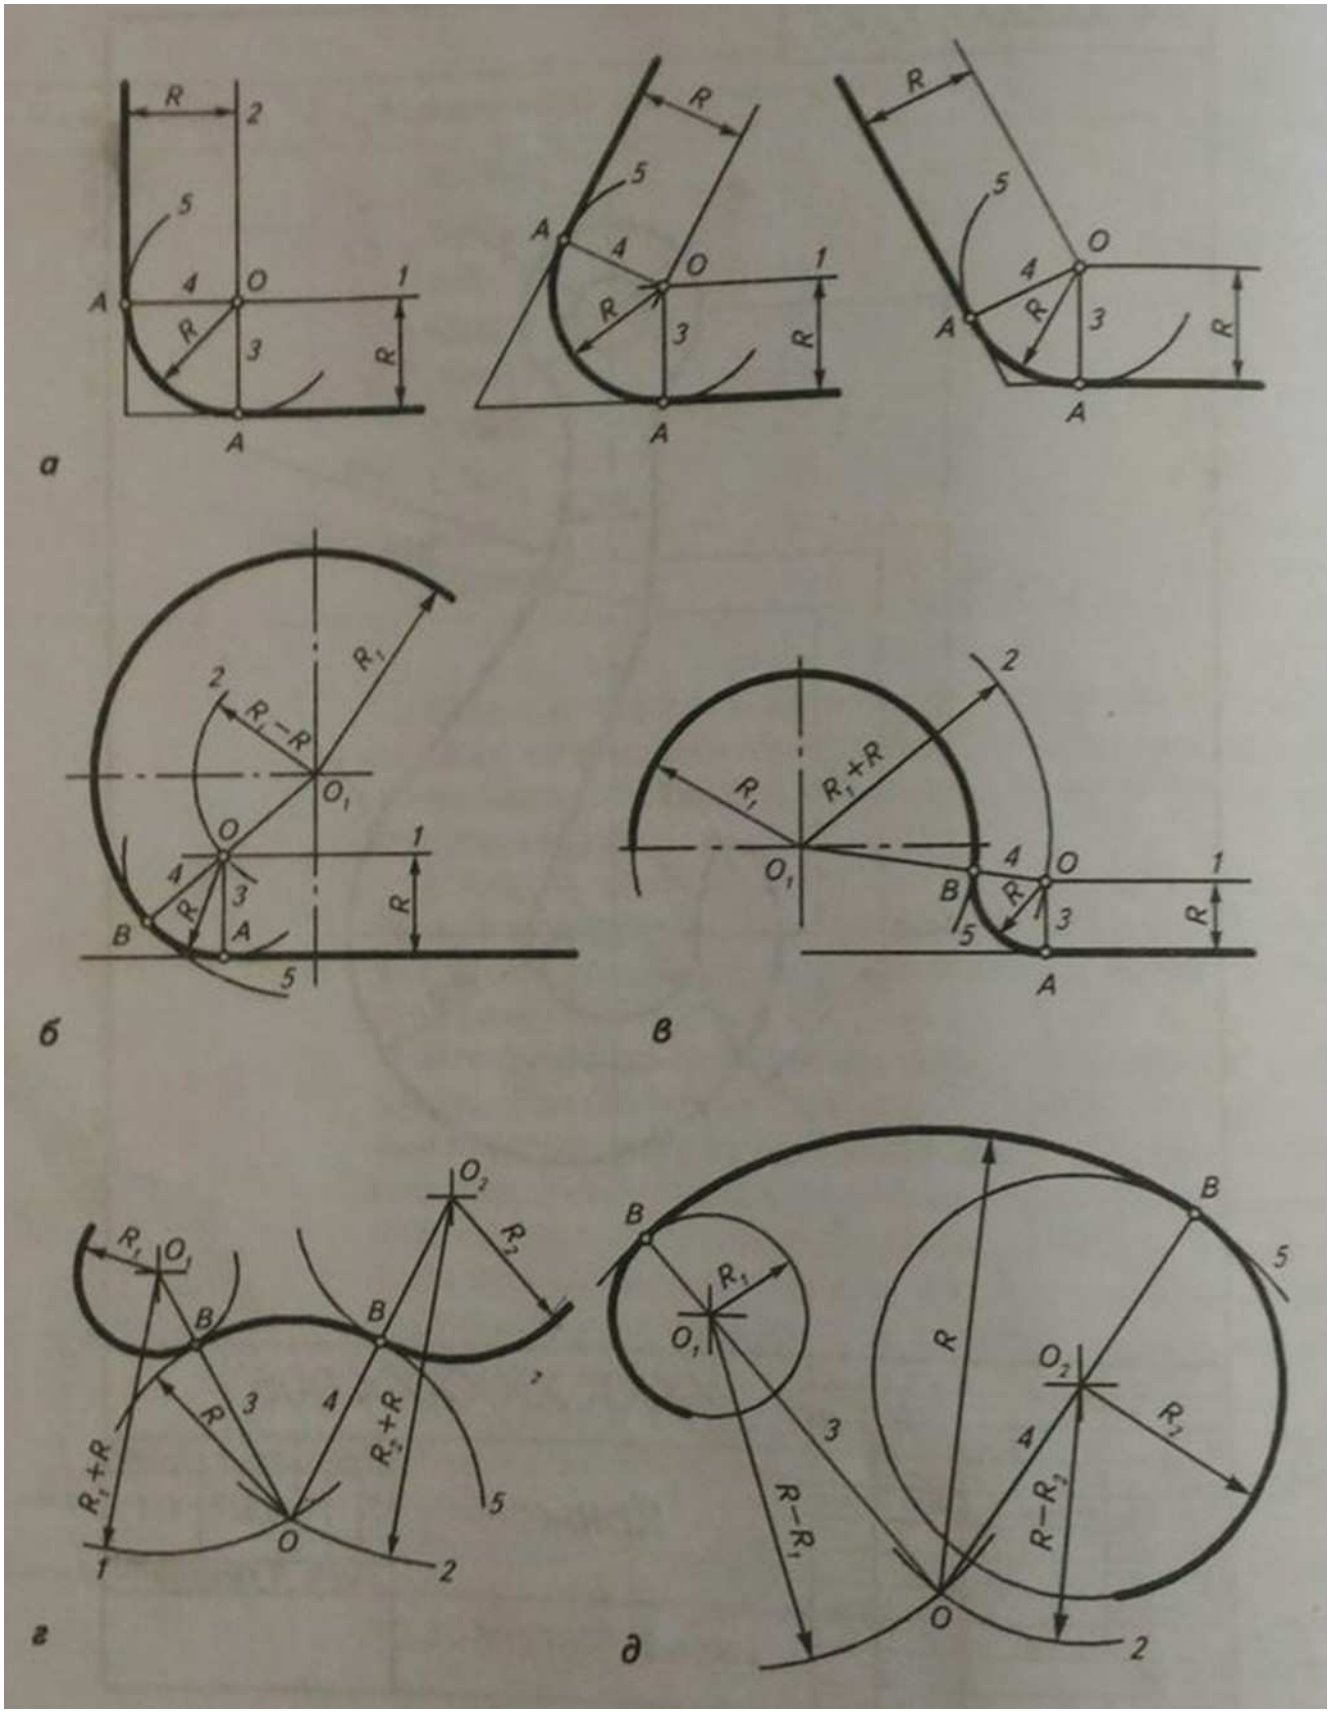

Рисунок 1- Построение сопряжений
1. Сопряжение сторон угла дугой заданного радиуса. Последовательность такого построения (рис. 1, а) указана цифрами. Переход от прямой к окружности будет плавным, если прямая касается окружности. Точки А сопряжения находят, проведя вспомогательные прямые параллельно сторонам угла на расстояние радиуса дуги сопряжения и перпендикуляры к данным прямым через центр пересечения вспомогательных прямых. Из центра О проводят дугу заданного радиуса R;
2. Сопряжение окружности с прямой дугой заданного радиуса. Последовательность построений (рис. 1, б, в) указана цифрами. Через центр сопряжения (точка О), полученный на пересечении вспомогательных прямых и дуги, опускают перпендикуляр на заданную прямую, получают одну точку сопряжения – А, затем, соединив центр заданной окружности О1 с центром сопряжения О и продолжив отрезок до пересечения с заданной окружностью, получают вторую точку сопряжения – В. Из центра О проводят дугу заданного радиуса R;
3. Сопряжение двух окружностей дугой заданного радиуса (внешнее и внутреннее сопряжения). Последовательность построения (рис. 1, г, д) указана цифрами. Точка О – центр сопряжения лежит на пересечении дуг окружностей, проведенных из центров О1 и О2 заданных окружностей. Точка сопряжения В лежит на пересечении линий, соединяющих центры О и О1, О и О2 с линиями заданных окружностей. В заключение из центра О проводят дугу заданного радиуса сопряжения R.